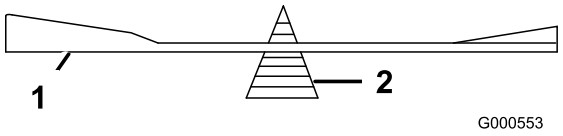

**Figur 56**
2. Sjekk knivens balanse ved å legge den på en balanseringsinnretning (Figur 56).